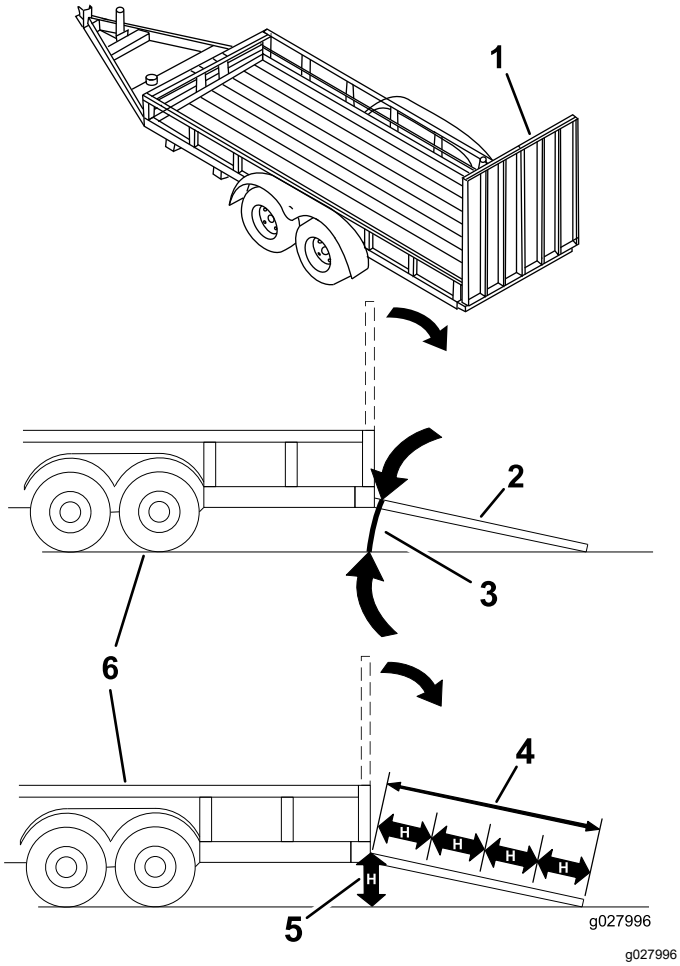

Figur 14
Lasting av maskinen på en tilhenger eller lastebil øker muligheten for at den velter og kan føre til alvorlig skader eller dødsulykker (Figur 14).
3. Senk rampen og sørg for at vinkelen mellom rampen og bakken ikke overskrider 12 grader (Figur 14).
1. Senk rampen og sørg for at vinkelen mellom rampen og bakken ikke overskrider 12 grader (Figur 14).